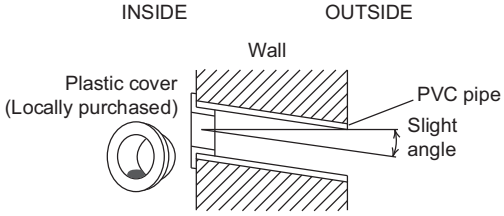

Fig. 1-62
(6) Place the plastic cover over the end of the pipe (for indoor side only) and insert the pipe in the wall. (Fig. 1-62)